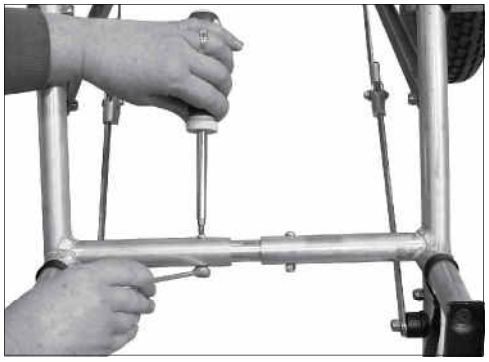

Figure 5.9
4. Remove the screws, holding the nuts on the end of the screws with the wrench while turning the screws with the Phillips screwdriver (Fig. 5.9). After the nut has been removed, continue to turn the screws to remove them from the hole completely. Repeat until all four cross tubes are free to move on one side.